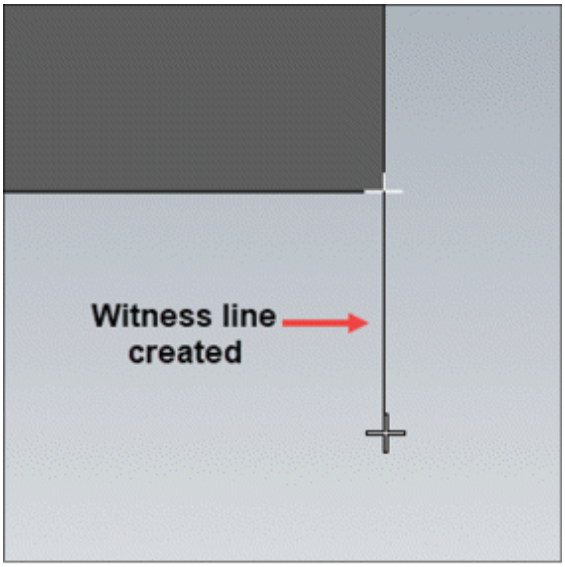

Figure-33. Witness line created
- Click at desired location to specify first point and second point of witness lines; refer to Figure-33. Press **ESC** to exit the tool.